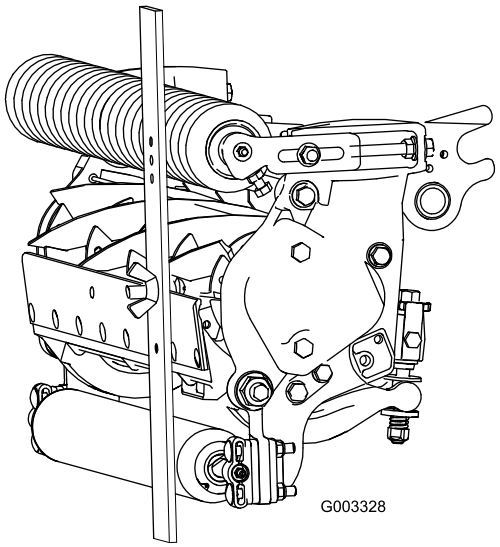

Figur 17
3. Hekt skruehodet på motstålets knivegg, og la den bakre delen av stangen hvile mot den bakre delen av valsen (Figur 17).
4. Vri på justeringsskruen helt til fremre valse kommer i kontakt med fronten av målestangen (Figur 17). Juster begge ender av valsen slik at hele valsen er parallell med motstålet.